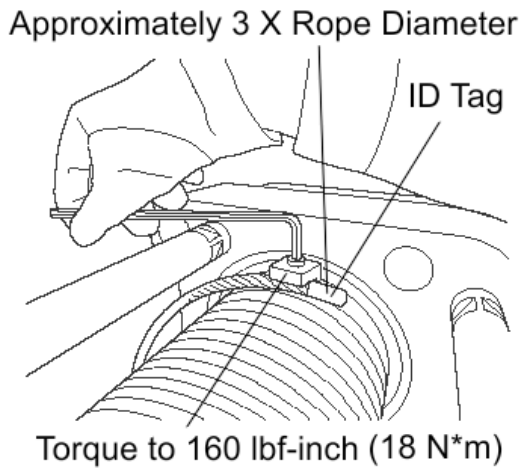

Figure 6-24
6) Secure the end of the Wire Rope in the Drum "groove" with the first of three (3) Wire Rope Clamps and Socket Bolts. Fully tighten the Bolts to a torque value of approximately 160 lbf-inch (18 N*m). Allow the Wire Rope end, including the Wire Rope "Identification (ID) Tag", to hang roughly 1.5 in (39mm) past the first Clamp. See **Figure 6-24.**